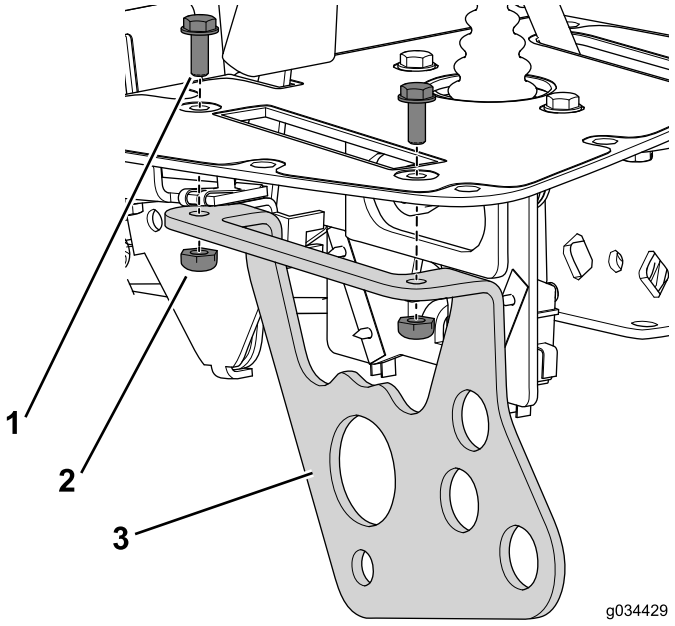

Figur 21
1. Bruk bolten (nr. 10 x 1/2 tomme) og låsemutteren til å feste styrespakbraketten til konsollen (Figur 21).